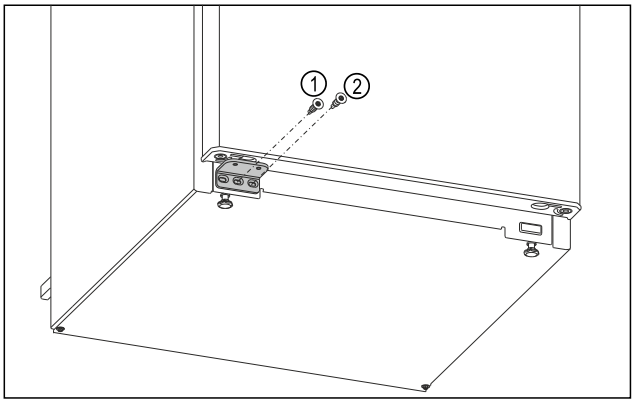

Fig. 17
▶ Înșurubați ferm șurubul din mijloc al suportului de lagăr *Fig. 17 (1)* cu șurubelnița Torx 20.
▶ Înșurubați ferm șurubul din interior al suportului de lagăr *Fig. 17 (2)* cu șurubelnița Torx 20.